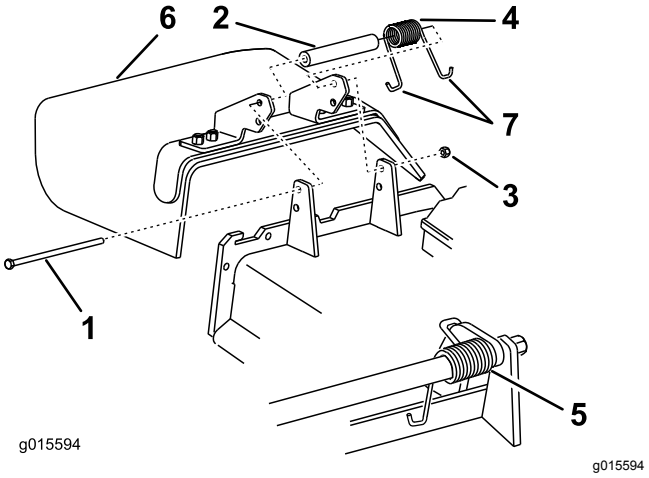

Bild 89
1. Entfernen Sie die Sicherungsmutter, Schraube, Feder und das Distanzstück, mit denen das Ablenkblech an den Schwenkhalterungen befestigt ist (Bild 89).
2. Entfernen Sie defekte oder abgenutzte Ablenkbleche (Bild 89).
Hinweis: Achten Sie darauf, dass ein **J**-förmiges Federende hinter der Mähwerkkante befestigt ist, bevor Sie die Schraube einsetzen, wie in Bild 89 abgebildet.
6. Führen Sie das **J**-förmige Hakenende der Feder um das Ablenkblech (Bild 89).